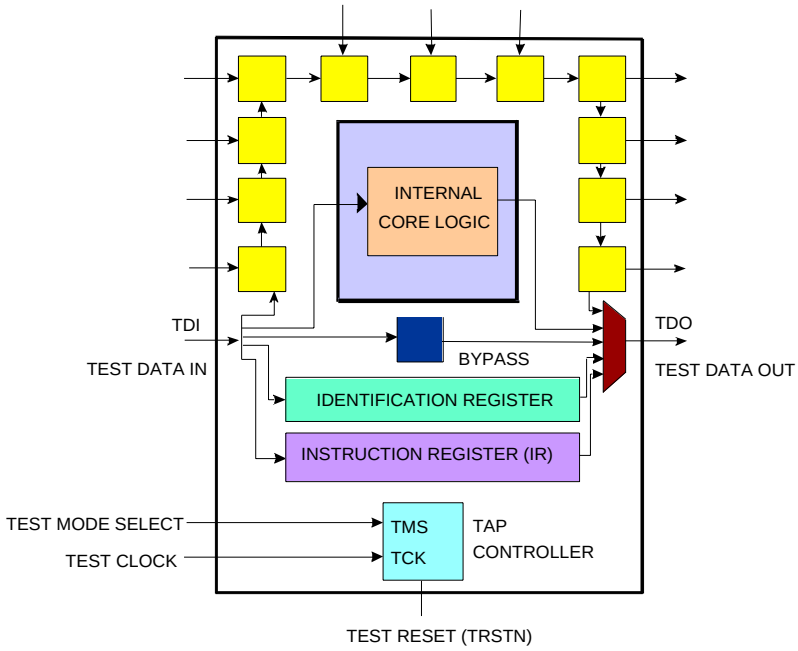

Figure 65. *IEEE 1149.1 Boundary-Scan Architecture**
At any time, only one register can be connected from TDI to TDO. For example, instruction register (IR), bypass, boundary-scan, ident, or even some appropriate register internal to the core logic (see Figure 65). The selected register is identified by the decoded output of the instruction register. Certain instructions are mandatory, such as EXTEST (boundary-scan register selected), whereas others are optional, such as the IDCODE instruction (Ident register selected).
Figure 65 shows the following elements: